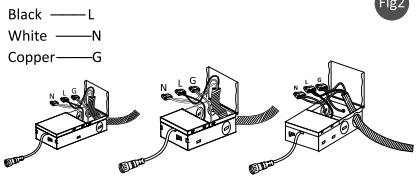

Fig2
**2.** Open the J-Box cover and remove the appropriate knockout(s) on the side panel. Install the appropriate cable clarnp(s)( not included ) and insert the electrical supply cable through the cable clamp. Connect the supply wires to the fixture wires by using 3 connectors. Attach white to white, black to black, copper to the ground wire, see Fig2.